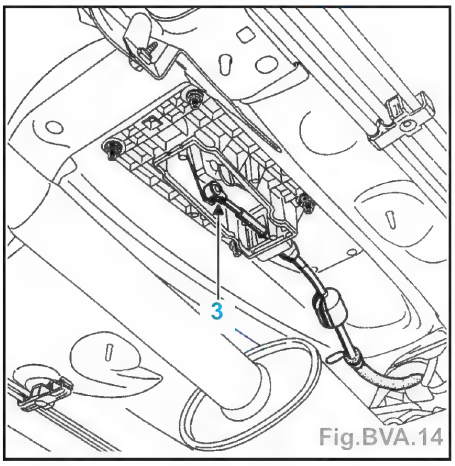

Fig.BVA.14
- le câble de commande (3) de sa rotule (Fig.BVA.14).